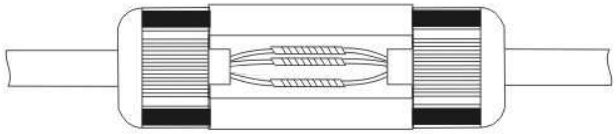

Рис.8
5. Поместите место соединения кабеля в водонепроницаемую муфту и зажмите гайки. См. рис. 8.